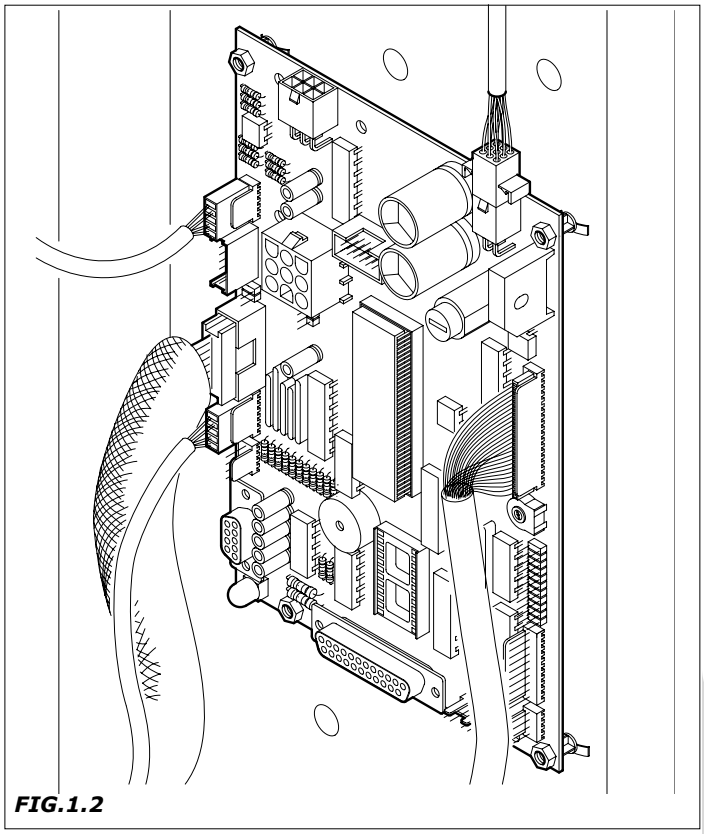

FIG.1.2
- *versão do programa contido no micro-processor (plaqueta adesiva no componente montado na placa Master e na placa Potência) (Fig.1.2).*